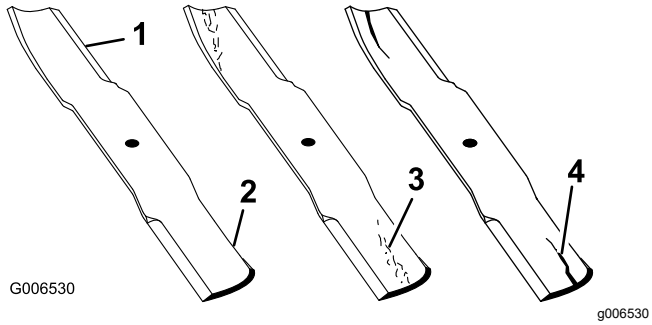

Figura 65
1. Inspecione as extremidades de corte (Figura 65).
4. Se verificar quaisquer fissuras, desgaste, ou a formação de ranhuras nesta área instale imediatamente uma lâmina nova (Figura 65).